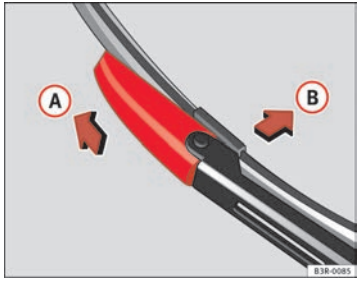

Fig. 170 Removing the wiper blade
– Slide the retainer catch on the wiper blade in the direction indicated ⇒ fig. 170 (A). Hold onto the wiper blade at the same time.
– Pull the wiper blade (B) out of its mounting on the wiper arm.